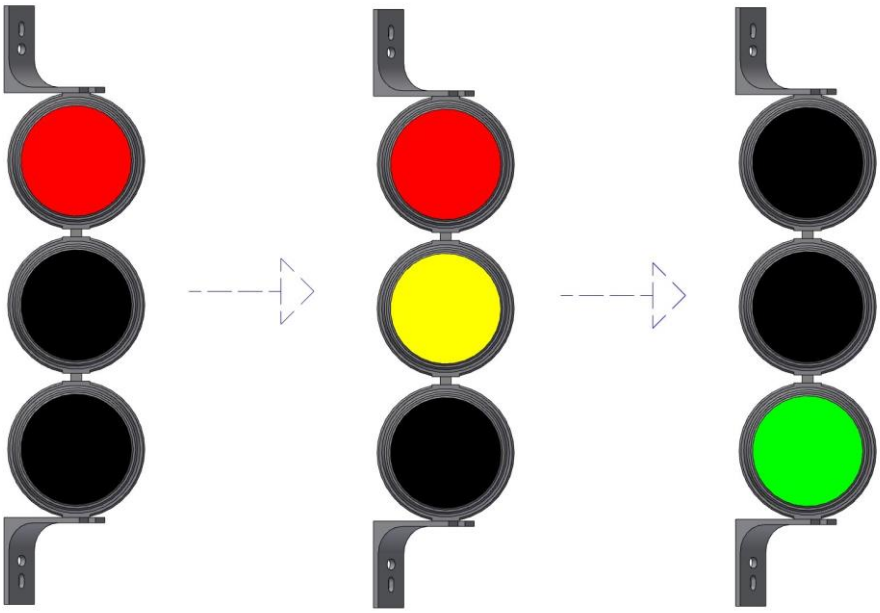

Rysunek 16
A. Wciśnij przycisk **S2 „START”** znajdujący się na panelu sterującym. Praca wentylatora jest sygnalizowana świeceniem lampki zielonej **H2** i świeceniem **lampy zielonej** na sygnalizatorze. Rozruchu wentylatorów będzie sygnalizowany świecenie **lampy żółtej** i **czerwonej**. Po przejściu układów rozruchowych obu wentylatorów w pracę z gwiazdy w trójkąt, lampy żółta i czerwona zgasną a zaświeci się **lampa zielona** – patrz Rysunek 16 poniżej.